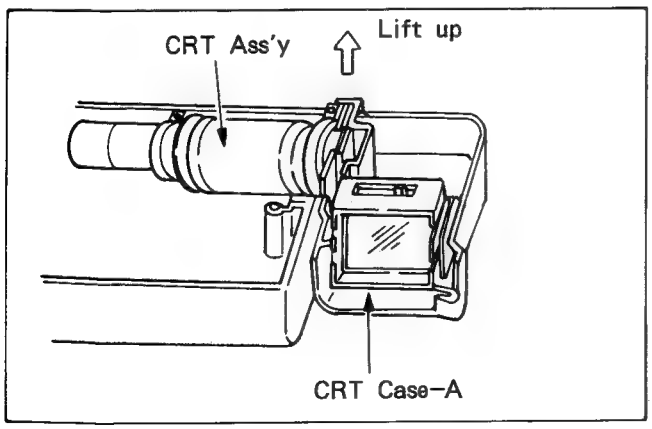

Fig. D22
(3) Lift the CRT Assembly up as shown in Fig. D22 to remove it from the CRT Case–A.